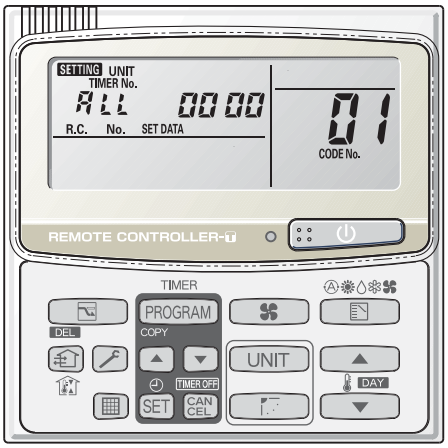

Fig. 3-59
(1) Press the [🔧] and [⌂] buttons at the same time of the remote controller for more than 4 seconds.
(2) Do not press [UNIT] button.
(3) Once in this mode, the UNIT No., CODE No., No. of SET DATA and SETTING indications will flash on the display as shown Fig. 3-59.